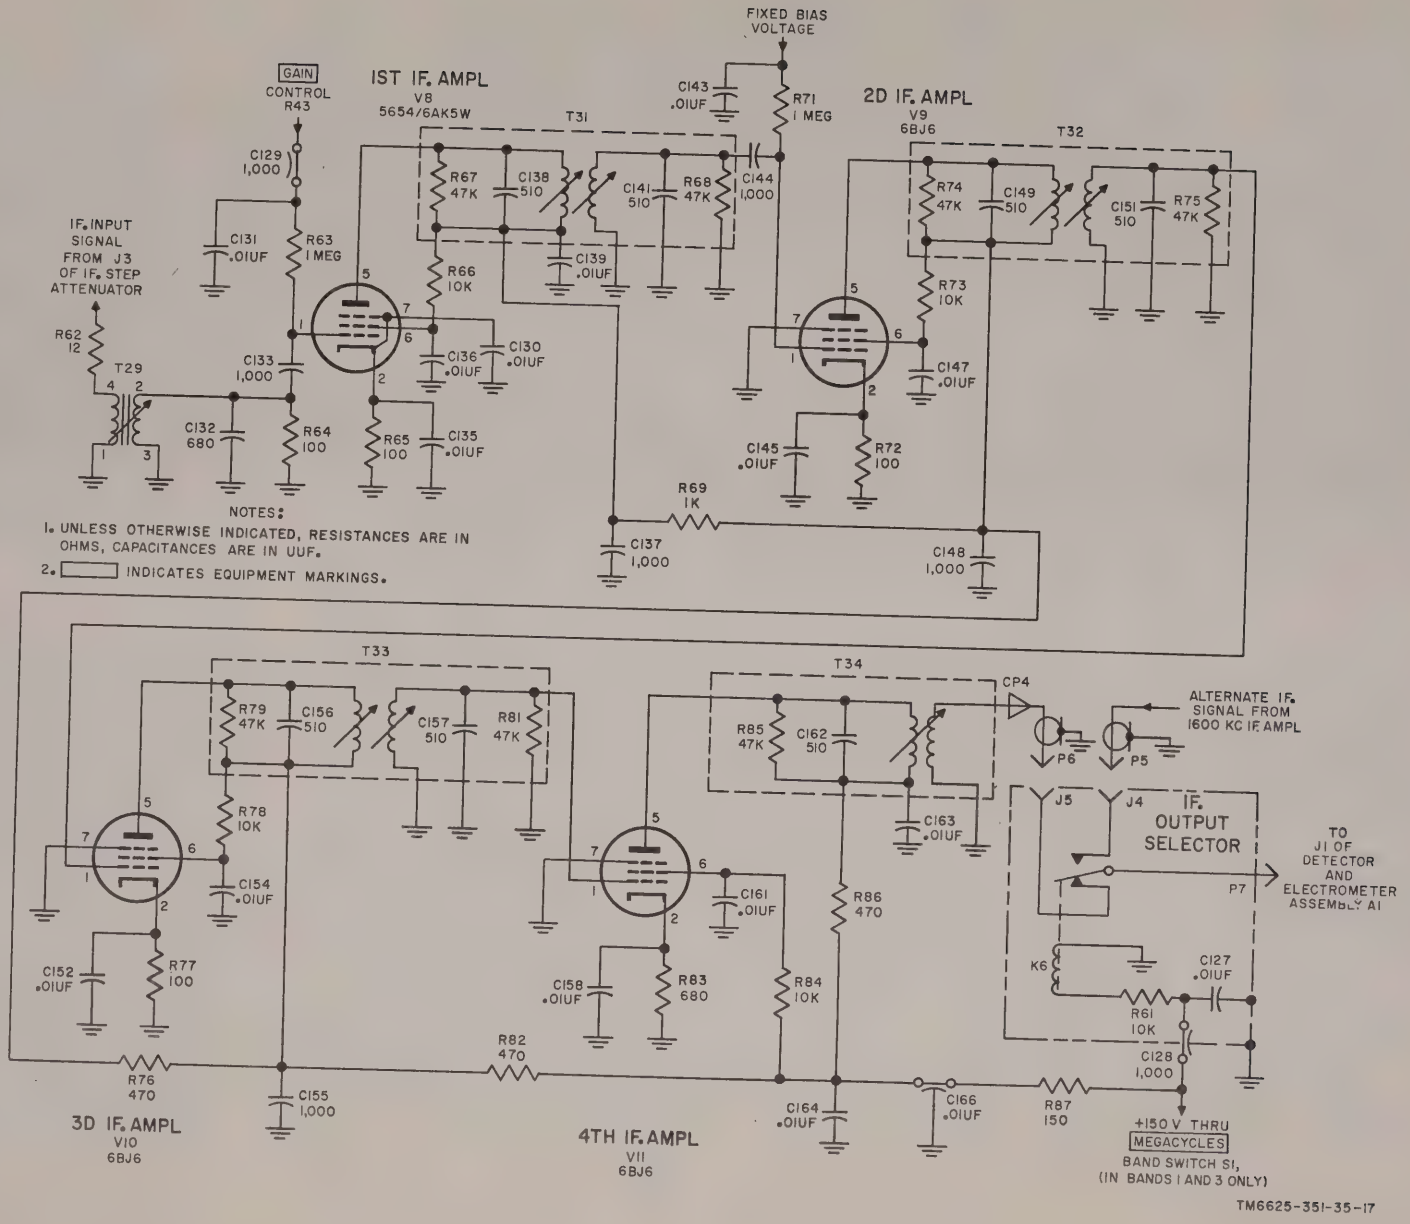

Figure 18. Tuning unit 1, 455-kc if. amplifier and if output selector.
(1) When SIGNAL ATTENUATOR DB switch S701 is rotated to 20, 40, 60, or 80 DB, the coil of relay K4 is energized, and its movable contact creates a signal path through the movable contact of relay K3 (still deenergized) to the junction of resistors R35 and R36. Resistor R36 is now placed in series with the signal path, with the remaining resistors in the ladder network providing a shunting effect. This series-parallel network results in an additional 10-db loss in signal amplitude. (Actually, the signal is attenuated 16 db in relative level because of the inherent 6-db loss of the step attenuator subassembly.)
(2) When SIGNAL ATTENUATOR DB switch S701 is placed at 40, 60, and 80 DB, both relays K3 and K4 are energized. This action places resistors R34 and R36 in series with the signal path, with the other resistors in the ladder network still retaining their shunting effect. The result is a 20-db increase in signal attenuation with respect to the deenergized condition of both relays K3 and K4. (Actually, the signal is attenuated 26 db relative to the original incoming signal level because of the inherent 6-db loss of the step attenuator subassembly.)
29. If. Amplifier, 455-Kc, Detailed Analysis (fig. 18)
31. If. Output Selector (fig. 18)